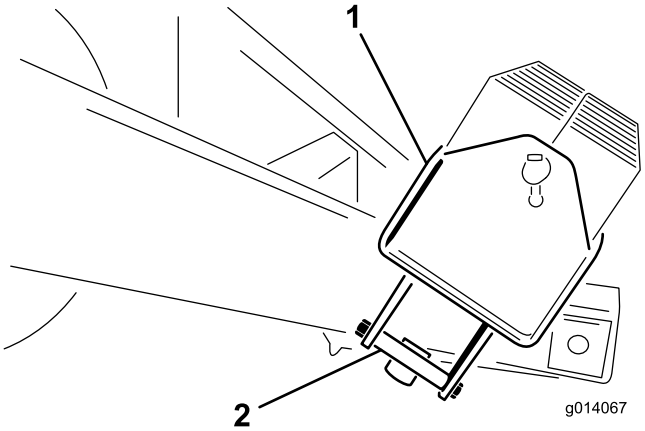

Figur 5
2. Fjern 1/2 x 5-1/2 tommes boltene fra monteringsbeslaget, der holder vægtkassen. Fjern monteringsbeslagene (Figur 5).